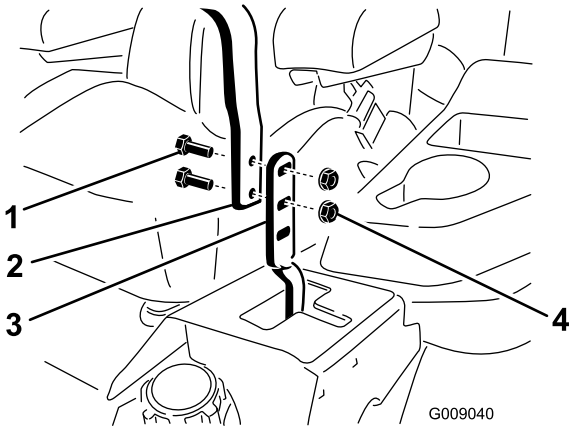

Figuur 60
3. Zet de bouten en flensmoeren los waarmee de handgrepen bevestigd zijn aan de hendels (Figuur 60).